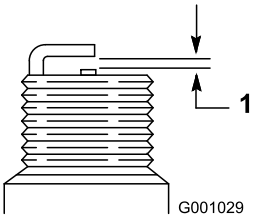

Figur 53
7. Justera elektrodgapet på det nya tändstiftet till 0,76 mm (Figur 53).